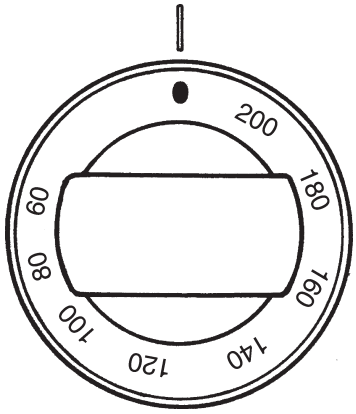

fig. 2
- Encender el aparato girando el pomo (Fig. 2) programando la temperatura deseada; la luz testigo verde (B) y la amarilla (C) están encendidas.
- Cuando se ha alcanzado la temperatura programada, la luz amarilla (C) se apaga.